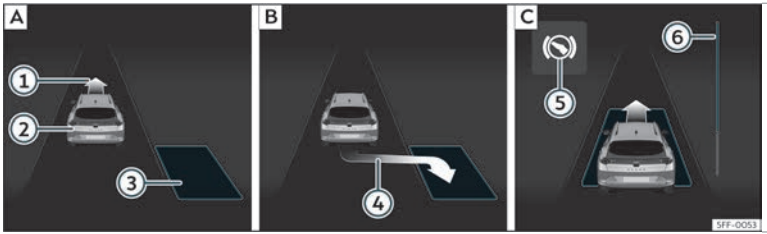
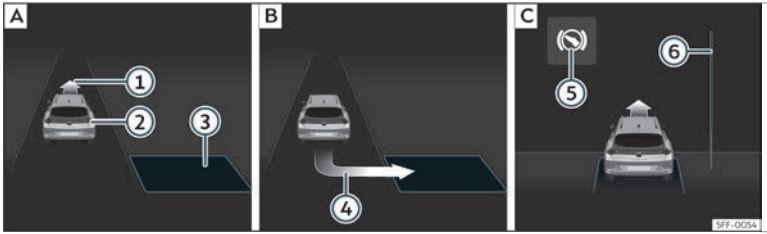

Abb. 177 Am Bildschirm des Kombi-Instruments: längs einparken. A Parklücke suchen. B Position zum Einparken. C Rangieren.
Abb. 178 Am Bildschirm des Kombi-Instruments: quer einparken. A Parklücke suchen. B Position zum Einparken. C Rangieren.
- Schauen Sie auf der Bildschirmanzeige im Kombi-Instrument, ob die Parklücke als „geeignet“ erkannt wurde und ob die korrekte Position zum Einparken››› **Abb. 177** B oder››› **Abb. 178** B erreicht wurde. Die Parklücke wird als „geeignet“ betrachtet, wenn auf dem Bildschirm des Kombiinstruments die Anzeige zum Einparken erscheint ④.
- Fahren Sie rückwärts, bis das Dauertonsignal des ParkPilot ertönt; **ODER:** fahren Sie zurück, bis auf dem Bildschirm des Kombi-Instruments die Anzeige für Vorwärtsfahren ››› **Abb. 177** C oder››› **Abb. 178** C erscheint; **ODER:** fahren Sie zurück, bis am Bildschirm des Kombi-Instruments die Meldung **`Park Assist beendet`** erscheint. Die Fortschrittsanzeige ⑥ zeigt den zurückzulegenden Abstand an››› Seite 295 .
- Fahren Sie vorwärts, bis das Dauertonsignal des ParkPilot ertönt; **ODER:** fahren Sie vorwärts, bis am Bildschirm des Kombi-Instruments die Anzeige zur Rückwärtsfahrt erscheint. Der Parklenkassistent lenkt das Fahrzeug vorwärts und rückwärts bis es in der Parklücke zentriert ist››› **Abb. 177** C oder››› **Abb. 178** C.
Die Fortschrittsanzeigen ››› **Abb. 177** ⑥ und››› **Abb. 178** ⑥ im Display des Kombiinstruments zeigt symbolisch die noch zu fahrende relative Fahrstrecke an. Je länger die Distanz ist, desto größer ist der Füllstand des Fortschrittsbalkens. Bei Vorwärtsfahrt nimmt die Füllung des Fortschrittsbalkens nach oben ab und bei Rückwärtsfahrt nimmt die Füllung des Fortschrittsbalkens nach unten ab.